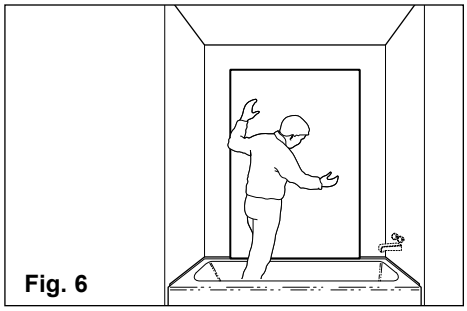

Fig. 6
5. Apply adhesive to back (matte side) panel C and position panel on the back wall with the bottom of the panel resting securely on the rear rim of the tub. See ***ADHESIVE INSTRUCTIONS*** for installation procedure. **Fig. 6**
5. Appliquer un cordon d’adhésif au dos (côté mat) du panneau de fond C et installer le panneau en suivant les marques de références et en s’assurant que son rebord inférieur repose uniformément sur le rebord de la baignoire. Suivre la procédure de ***L’APPLICATION DE L’ADHÉSIF***. **Fig. 6**.
5. Aplique un cordón de adhesivo al reverso del panel (lado mate) del fondo (C) e instale el panel basándose en las marcas de referencia y asegurándose de que su reborde inferior se asiente uniformemente sobre el reborde de la bañera. Siga el procedimiento de la ***APLICACIÓN DEL ADHESIVO*** (**Fig. 6**).
6. Apply adhesive (on matte side) to end panels A **Fig. 6** and position panels on end walls with the bottom of the panels resting securely on the rear rim of the tub and within 3 mm of the front edge of the bathtub. See ***ADHESIVE INSTRUCTIONS*** for installation procedure.
6. Appliquer un cordon d'adhésif au dos (du côté mat) des panneaux de bout A. **Fig. 6**. Installer les panneaux A en alignant le rebord avant des panneaux à 3 mm (1/8 po) du rebord de la baignoire et en s'assurant que le rebord inférieur repose uniformément sur le rebord de la baignoire. Suivre la procédure de ***L'APPLICATION DE L'ADHÉSIF***.
6. Aplique un cordón de adhesivo al reverso (del lado mate) de los paneles del extremo (A) (**Fig. 6**). Instale los paneles A alineando el reborde delantero de los paneles a 3 mm (1/8") del reborde de la bañera y asegurándose de que el reborde inferior se asiente uniformemente sobre el reborde de la bañera. Siga el procedimiento de la ***APLICACIÓN DEL ADHESIVO***.